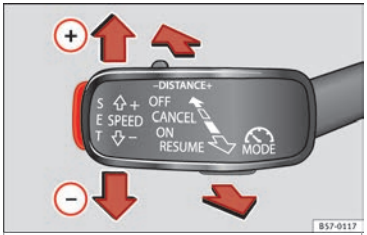

Fig. 48 On the left of the steering column: third lever to operate the CCS.
- Switching on the CCS: move the third lever to **ON** ››› Fig. 48. The system switches on but it does not control the speed as no speed has been programmed.
- Activating the CCS: press the **SET** ››› Fig. 48 button. It memorises and maintains the current speed.
- Temporarily switching off the CCS: move the lever to **CANCEL** ››› Fig. 48 and release it or press the brake pedal. The cruise control system is switched off temporarily.
- Reactivating the CCS: move the lever to **RESUME** ››› Fig. 48 and release it. The memorised speed is saved and controlled again.
- Switching off the CCS: move the third lever to position **OFF** ››› Fig. 48. The system is disconnected and the memorised speed is deleted.